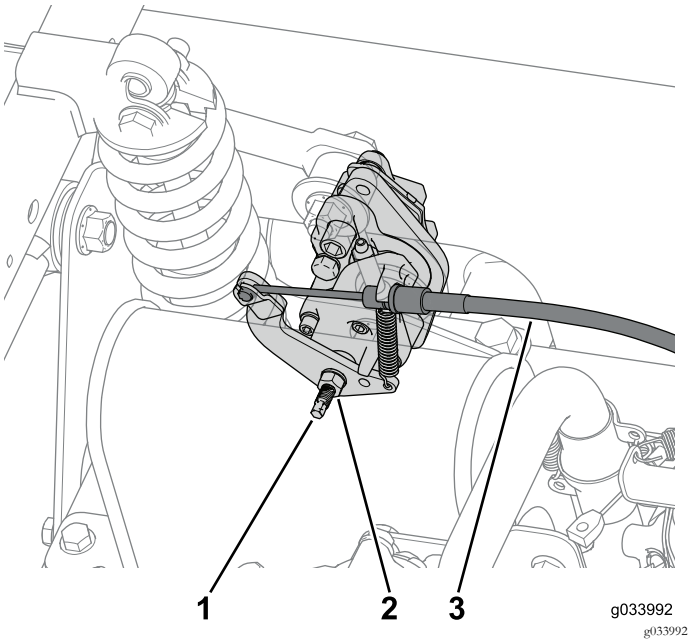

Рисунок 8
1. Ослабьте зажимную гайку и затем поверните регулировочный винт на два оборота против часовой стрелки на обоих суппортах задних тормозов (Рисунок 8).
2. Отсоедините трос стояночного тормоза от обоих суппортов задних тормозов (Рисунок 8).